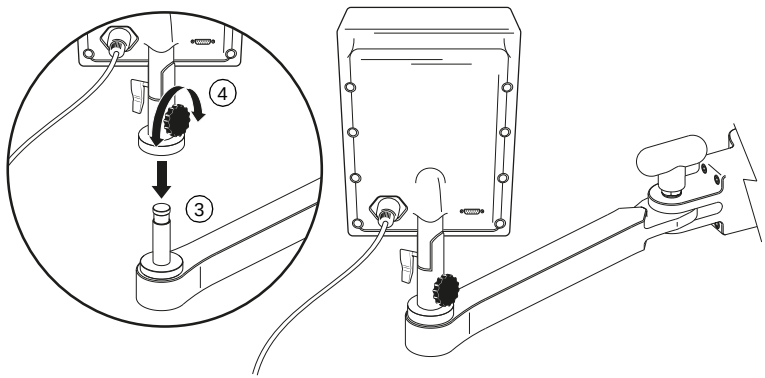

Abbildung 3-4. Anbringen der Bedieneinheit am Trägerarm
3. Montieren Sie die Bedieneinheit am Trägerarm (siehe Abbildung 3-4).